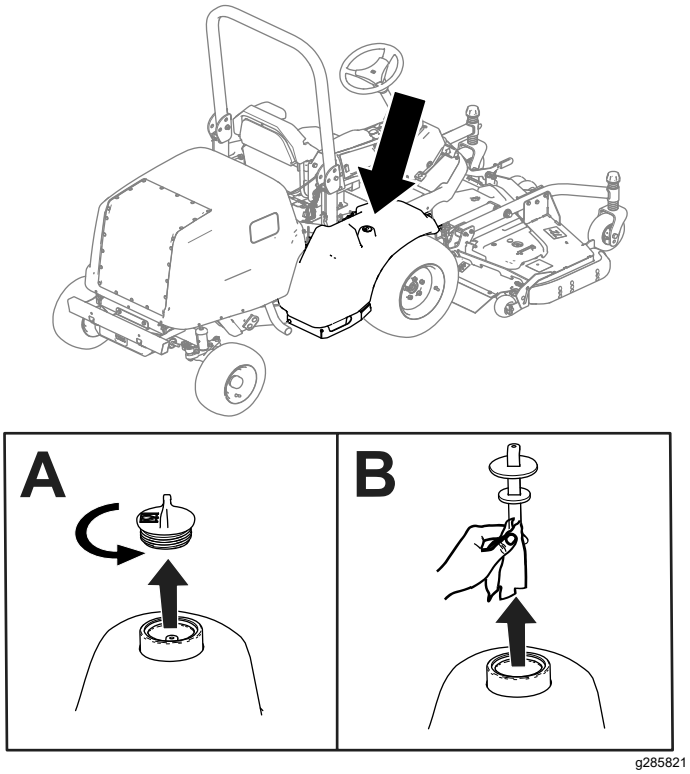

Figuur 83
2. Verwijder de plug van de hydraulische tank (Figuur 83).
3. Verwijder de peilstok uit de hydraulische tank en veeg hem af met een schone doek (Figuur 83).